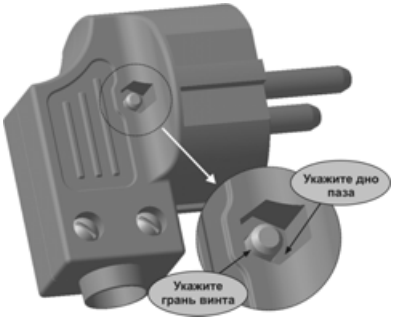

Рис. 7.66
- Разверните модель так, как показано на рис. 7.66. Укажите плоскую грань на дне шестигранного паза и круглую грань винта.